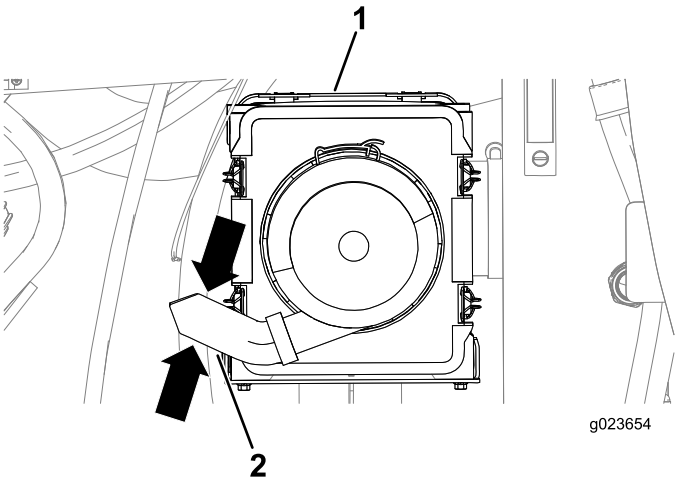

Rysunek 84
3. Ścisnąć boki zaworu pyłowego na pokrywie filtra powietrza, aby usunąć z niego wodę, kurz i pył. (Rysunek 84).